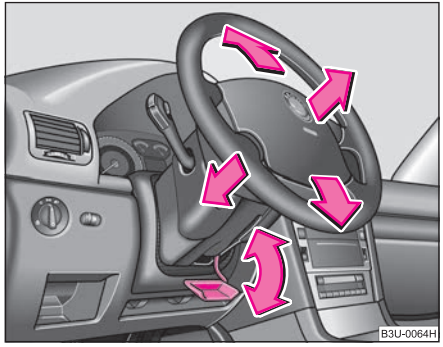

Fig. 113 Lever below steering column
– Pull the lever below the steering column ⇒ fig. 113 down ⇒ ⚠.